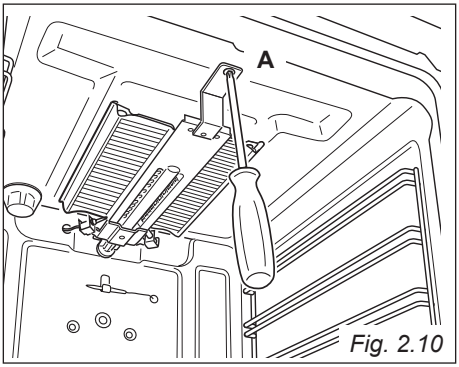

Fig. 2.10
- Unscrew and remove the burner securing screw “**A**” (fig. 2.10).
- Withdraw the burner as shown in figure 2.10. Take care not to damage the safety valve probe and the electric ignition electrode.